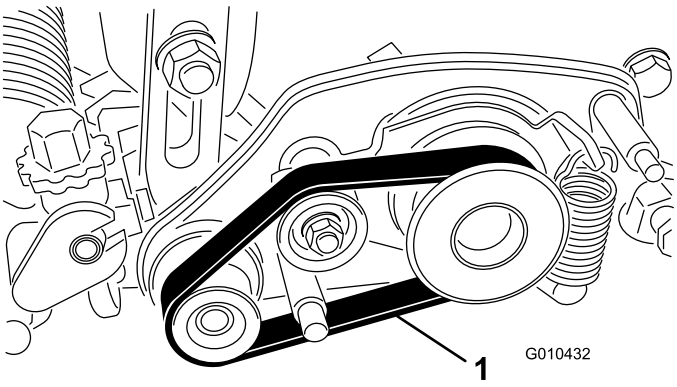

Рисунок 18
2. Наденьте ремень на ведомый, натяжной шкив и шкив в сборе, как показано на Рисунок 18.